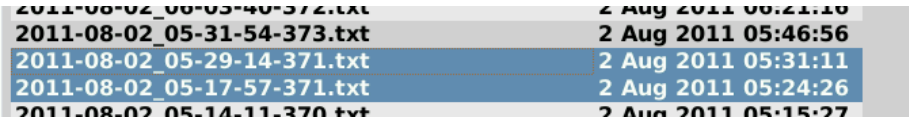

Figura 24: Extracto del cuadro de diálogo HISTORIA. Los archivos seleccionados se representan con un fondo azul.
5. Pulse ahora sobre los archivos que desea copiar para seleccionarlos. Los archivos seleccionados se representan con un fondo azul (véase *Figura 24*). El nombre del archivo se compone del nombre del paciente (si este se ha almacenado en el cuadro de diálogo PACIENTE), la fecha y la hora en la que se ha iniciado la aplicación (nombre_año-mes-año_horas-minutos-segundos-milisegundos.txt).
Los datos almacenados en la memoria USB se encuentran en la carpeta *userlogs → logs.* Estos datos pueden visualizarse con el editor de textos de su ordenador (véase *Figura 24*) o importarse en un programa de hoja de cálculo. Para más información sobre cómo importar los datos en el programa de hoja de cálculo empleado, consulte las instrucciones de uso de su software.